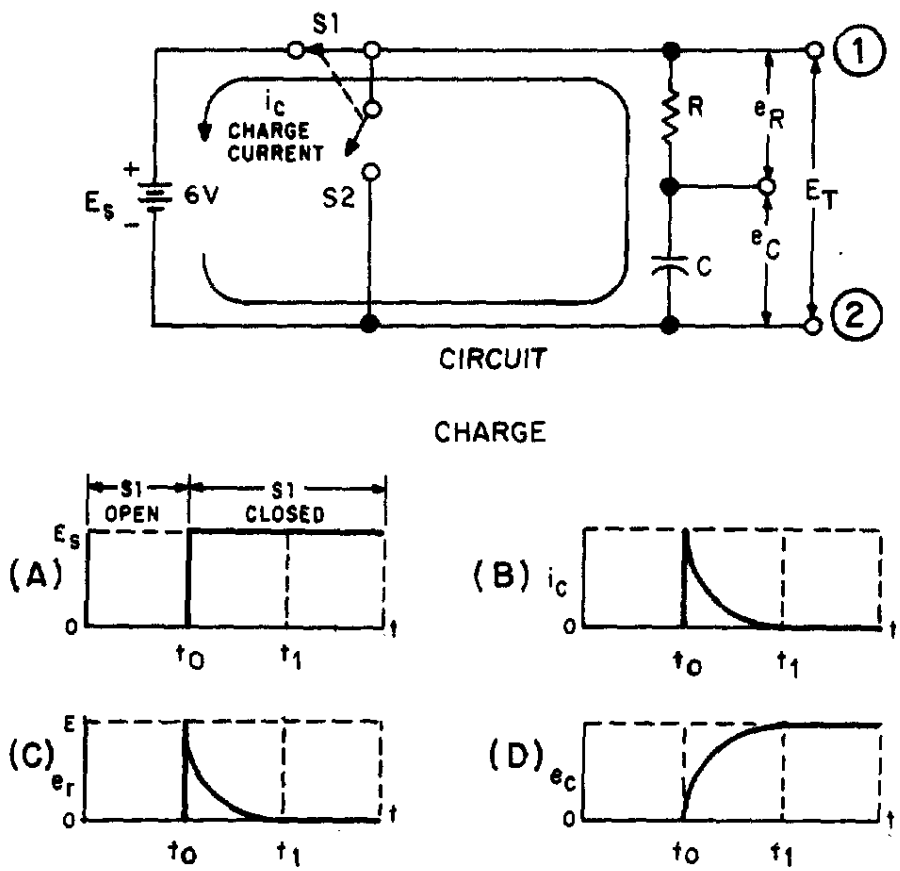
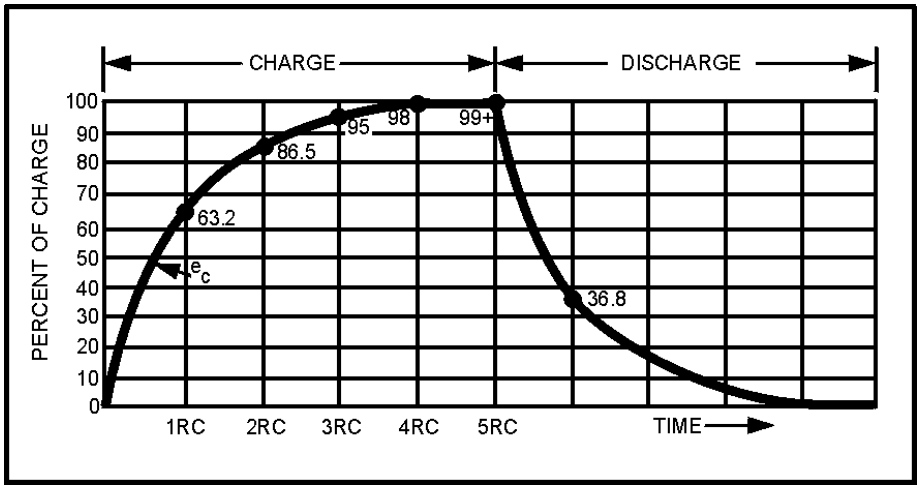

Figure 3-9.—Charge of an RC series circuit.
Figure 3-11.—RC time constant.
A voltage divider containing resistance and capacitance is connected in a circuit by means of a switch, as shown at the top of figure 3-9. Such a series arrangement is called an RC series circuit.
When switch S1 of the circuit in figure 3-9 is closed at t_0, the source voltage (E_S) is instantly felt across the entire circuit. Graph (A) of the figure shows an instantaneous rise at time t_0 from zero to source voltage (E_S = 6 volts). The total voltage can be measured across the circuit between points 1 and 2. Now look at graph (B) which represents the charging current in the capacitor (i_c). At time t_0, charging current is MAXIMUM. As time elapses toward time t_1, there is a continuous decrease in current flowing into the capacitor. The decreasing flow is caused by the voltage buildup across the capacitor. At time t_1, current flowing in the capacitor stops. At this time, the capacitor has reached full charge and has stored maximum energy in its electrostatic field. Graph (C) represents the voltage drop (e) across the resistor (R). The value of e_r is determined by the amount of current flowing through the resistor on its way to the capacitor. At time t_0 the current flowing to the capacitor is maximum. Thus, the voltage drop across the resistor is maximum (E = IR). As time progresses toward time t_1, the current flowing to the capacitor steadily decreases and causes the voltage developed across the resistor (R) to steadily decrease. When time t_1 is reached, current flowing to the capacitor is stopped and the voltage developed across the resistor has decreased to zero.
The time required to charge a capacitor to 63 percent (actually 63.2 percent) of full charge or to discharge it to 37 percent (actually 36.8 percent) of its initial voltage is known as the TIME CONSTANT (TC) of the circuit. The charge and discharge curves of a capacitor are shown in figure 3-11. Note that the charge curve is like the curve in figure 3-9, graph (D), and the discharge curve like the curve in figure 3-9, graph (B).
The graphs shown in figure 3-11 and 3-12 are not entirely complete. That is, the charge or discharge (or the growth or decay) is not quite complete in 5 RC or 5 L/R time constants. However, when the values reach 0.99 of the maximum (corresponding to 5 RC or 5 L/R), the graphs may be considered accurate enough for all practical purposes.